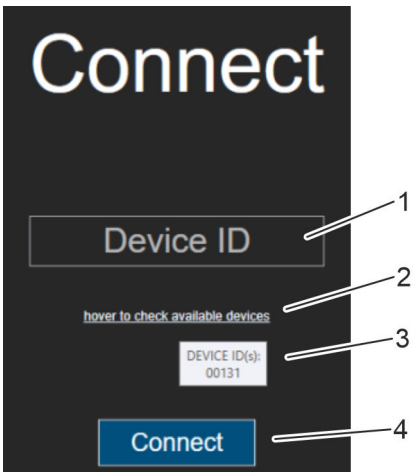

Fig. 31: Connecting the software
To see the *'device ID'* number, move the mouse cursor over help display (Fig. 31/2).
⇨ All nutrunners available for connection to the software are shown (Fig. 31/3).
4. Enter the nutrunner's *'device ID'* number (Fig. 31/1) and press *'Connect'* (Fig. 31/4).